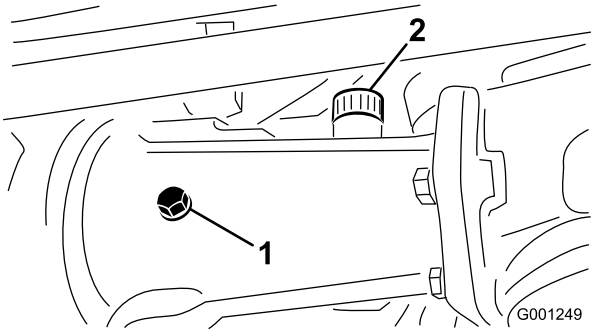

**Figuur 27**
2. Verwijder de controlepluggen van de as en controleer of het oliepeil de onderkant van de openingen bereikt. Indien het peil te laag staat, verwijdert u de vulpluggen en vult u voldoende tandwielolie bij totdat het peil de onderkant van de opening van de controlepluggen (Figuur 27 enFiguur 28) bereikt.